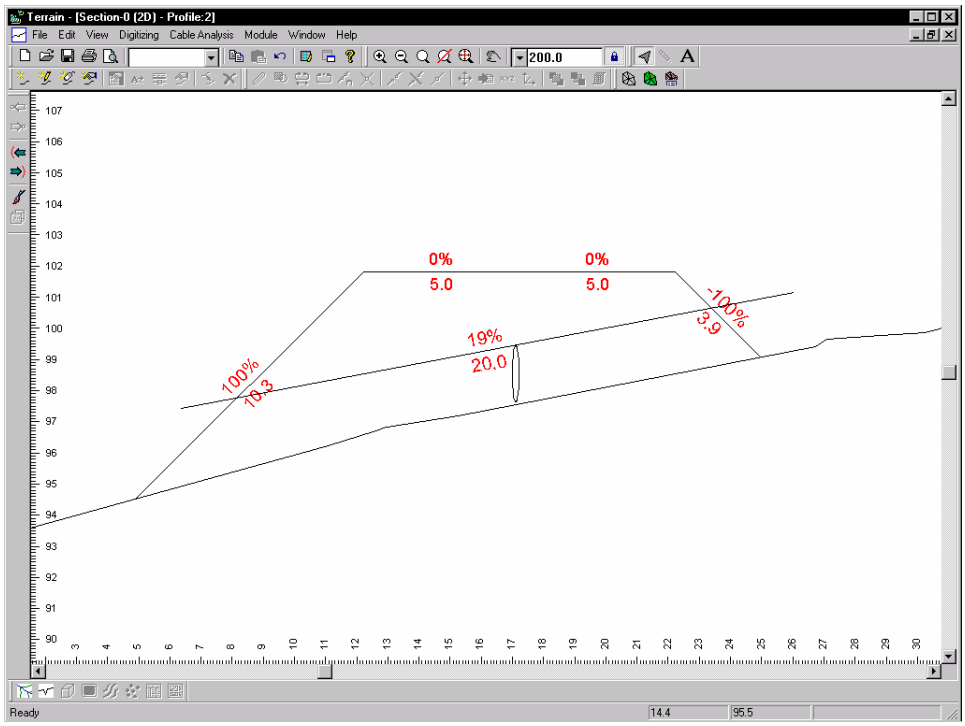

Figure 9.14: Cross Section with Preliminary Culvert Position
33. Draw the top of the pipe line from one side of the road to the other as shown in the Figure 9.14.